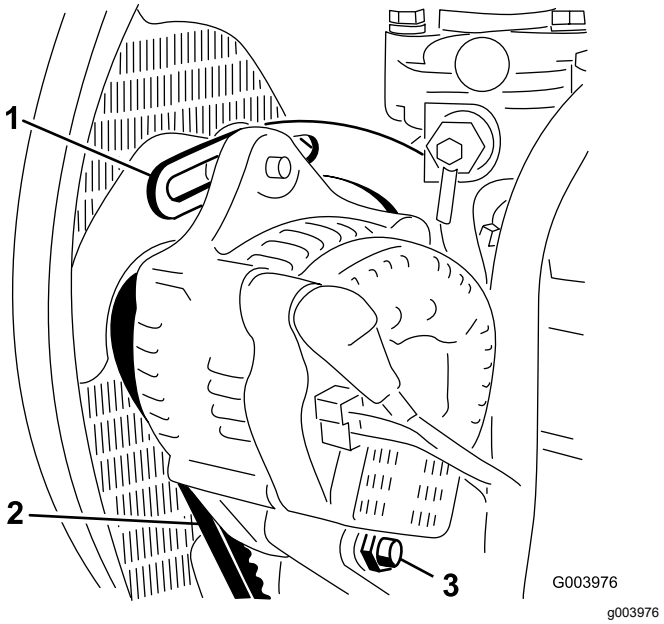

**Figur 72**
2. Kontroller generatorremmens tilspænding ved at trykke på den (Figur 72) midt mellem generatoren og krumtapakslen med en belastning på 10 kg.
3. Løsn den bolt, der fastgør afstiveren til motoren (Figur 72), den bolt, der fastgør generatoren til afstiveren, og drejebolten.